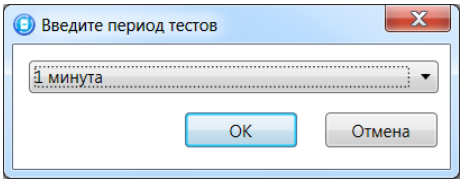

Рис. 5.32. Выбор периода опроса радиоизвещателя
3. В следующем окне укажите период опроса радиоизвещателя (рис. 5.32). Для охранных радиоизвещателей, устанавливаемых в проходной зоне (магнитоконтактный извещатель *Ладога-МК-РК* на входной двери, извещатель *Фотон-12-РК* в прихожей и т. д.) рекомендуется задавать небольшой период опроса (например, **15 секунд**) для